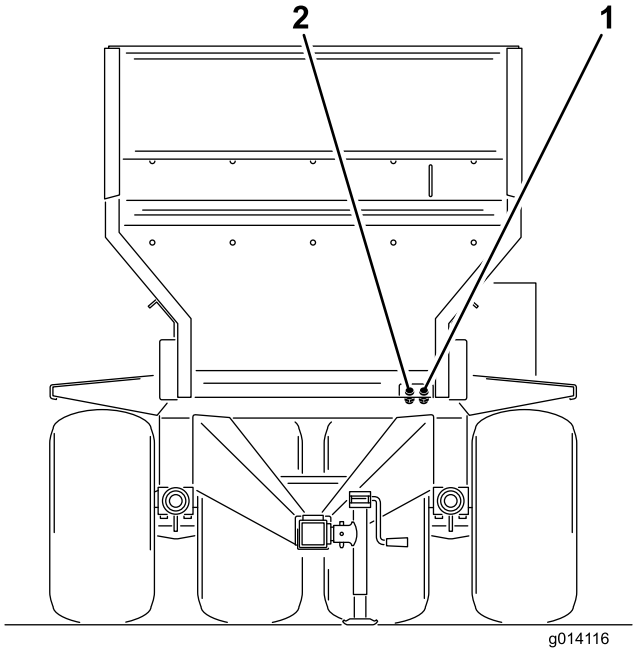

Figur 17
6. Anslut de två hydraulslangarna från maskinen till bogserfordonet. Stå vänd mot framänden av maskinen och anslut höger slang till trycksidan och vänster slang till retursidan (Figur 17). Returslangen är utrustad med en envägs inlinebackventil. Pilen på backventilen ska vara riktad mot bogserfordonets returkontakt.